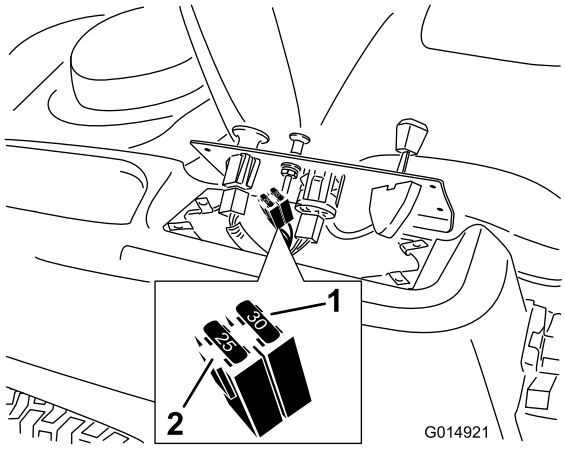

**Figur 46**
2. Løft opp kontrollpanelet for å få tilgang til hovedledningsnettet og sikringsblokken (Figur 46).
3. Når du skal bytte sikring, må du dra i sikringen for å få den ut (Figur 46).